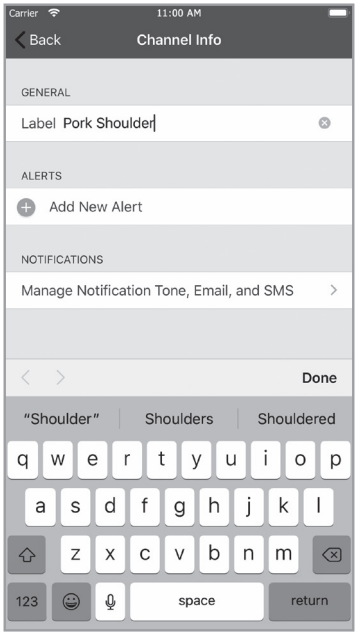

FIG 29
• The names of the two probe ports can be set according to what you're cooking. Tapping on the probe port in the grey banner will allow you to change its name **(FIG 29)**. This name will also be used in the various charts throughout the app.
• An alert – in the form of an app alert, an SMS text message, or an email – can be set to let you know when one of the meat probes are at a certain temp. Simply tap on the temperature shown for the probe in the gray banner, tapping "Add New Alert," then "Set-up Alert" and set up your parameters **(FIG 29, 30)**.